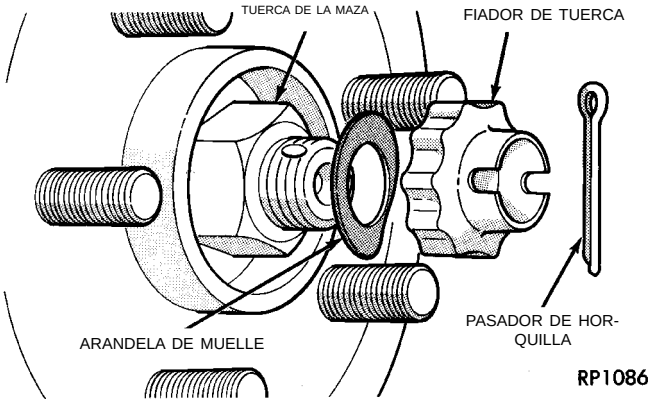
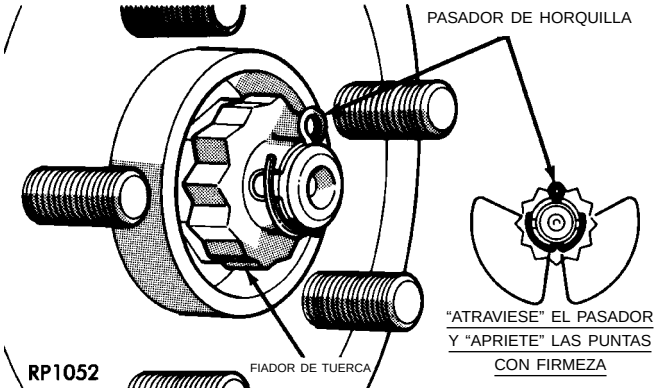

Fig. 30 Arandela de muelle, fiador de tuerca y pasador de horquilla nuevo
Fig. 31 Instalación correcta del pasador de horquilla
(12) Baje el vehículo.
(13) Instale la arandela de muelle, el fiador de tuerca de la maza y un pasador de horquilla nuevo (Fig. 30). Apriete firmemente las puntas del pasador de horquilla alrededor del fiador de tuerca de la maza (Fig. 31).